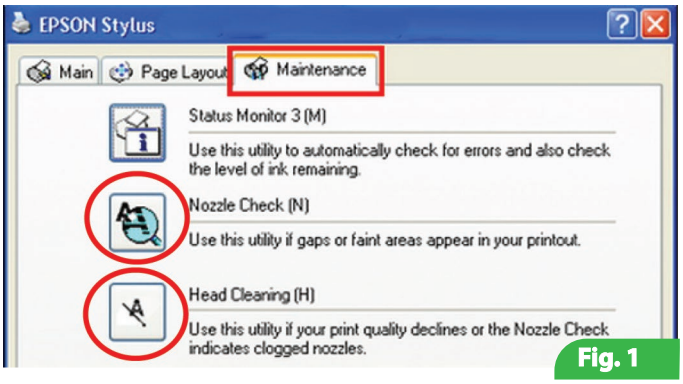

Fig. 1
1.2. Por favor imprima la página de test de inyectores para comprobar el funcionamiento correcto de la impresora. Para acceder el menú de mantenimiento de la impresora siga estos pasos: en Windows presione "Inicio">"Panel de control" o "Configuración" >"Impresoras y Faxes" o "Impresoras">Clic derecho sobre la impresora (Multifuncional) correspondiente > "Preferencias de impresión"> inserción "Mantenimiento"> "Test de cabezales" (Fig. 1).
Si el resultado de la prueba es satisfactorio – proceda con la instalación del juego de los cartuchos recargables. En el caso contrario proceda con el mantenimiento de la impresora con las herramientas integradas en el software de la impresora ((Fig. 1) inserción "Mantenimiento", botón "limpieza"/"Limpieza profunda"), si estas acciones no dan resultado deseado – diríjase al centro especializado de para la reparación y limpieza del cabezal.